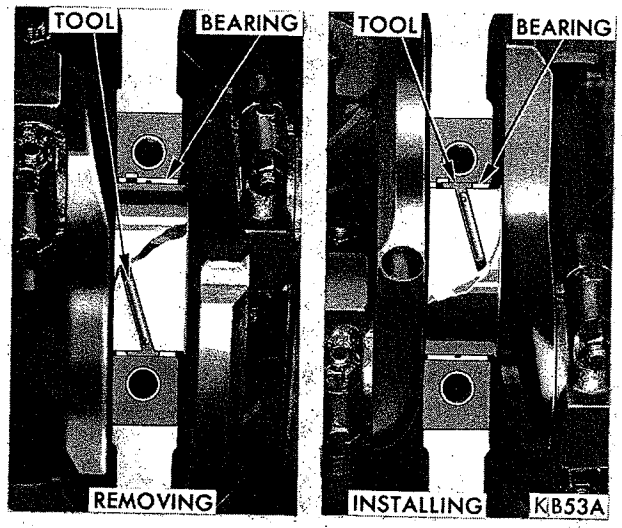

*Fig. 51—Removing or Installing Upper Main Bearing*
(1) Remove oil pan and mark bearing caps before removal.
(2) Remove bearing caps one at a time. Remove upper half of bearing by inserting Tool C-3059 (Fig. 51) into oil hole of crankshaft.
(3) Slowly rotate crankshaft clockwise, forcing out upper half of bearing.
(1) Start bearing in place, and insert Tool C-3059 into oil hole of crankshaft (Fig. 51).
(2) Slowly rotate crankshaft counter-clockwise sliding the bearing into position. Remove Tool C-3059.